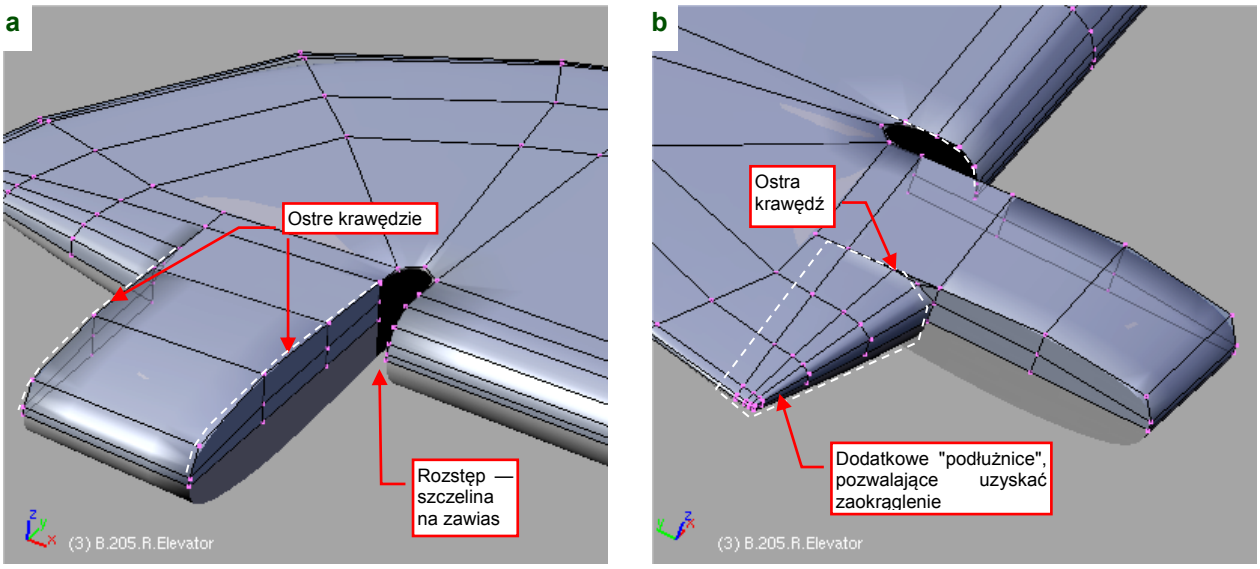

Rysunek 3.8.20 Wyważenie steru — szczegóły siatki
- Takie małe otwory jak te które pokazuje Rysunek 3.8.20 o wiele wygodniej wykonuje się za pomocą specjalnej tekstury (por. Tom III). W tej sekcji uległem pokusie modelowania wszystkiego „w siatce”!